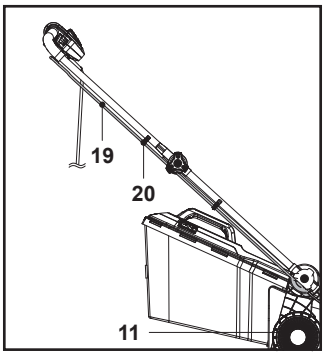

Fig. 4
6. Fixe o cabo de controlo (19) com os dois grampos do cabo (20) (Fig. 4).